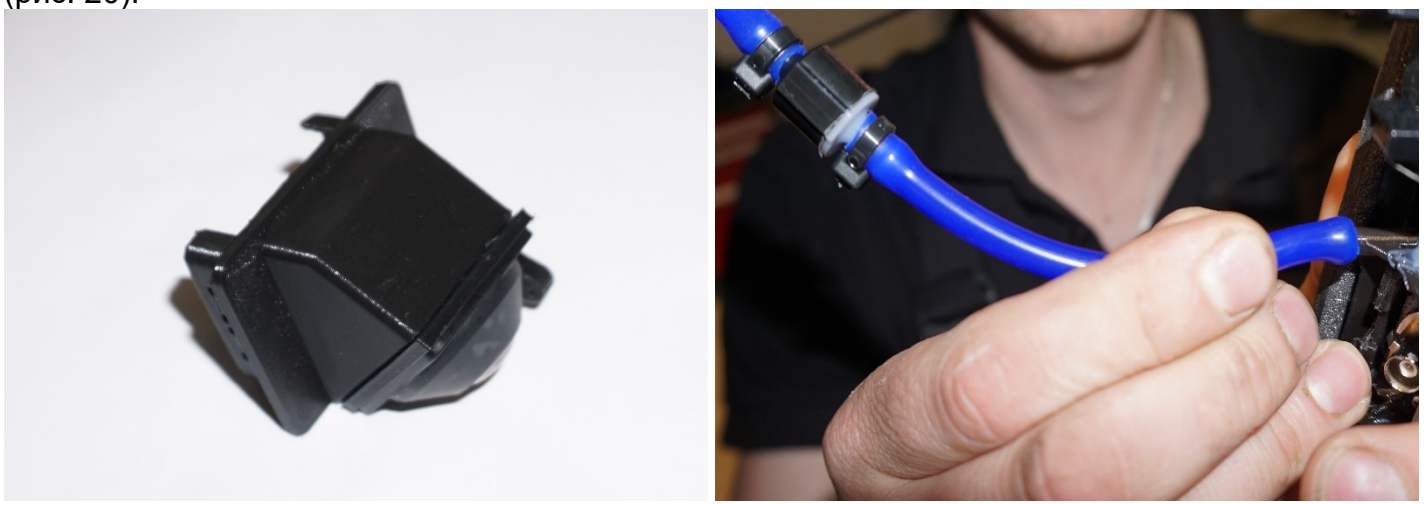

Рисунок 20 – Установка камеры
6. Закрепить камеру заднего вида в корпус омывателя → обезжирить [4] поверхности омывателя и корпус автомобиля → закрутить штатные винты «Torx T6» → установить в штатное место, до полного щелчка → соединить трубку с омывателем, при этом зафиксировать стяжкой (рис. 20).
7. После проделанной работы, необходимо зафиксировать стяжками [6] трубку к штатному жгуту, так чтобы не было перегибов (рис. 20). Включить омыватель заднего стекла → убедиться в отсутствии течей и протекания омывающей жидкости. Сборка всех разобранных элементов багажного отделения осуществляется в обратной последовательности.